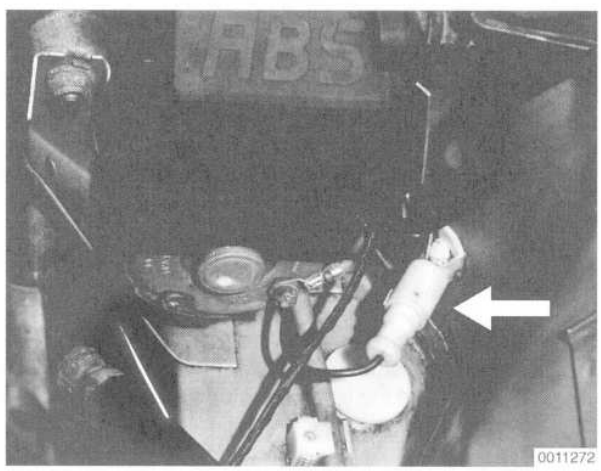

Fig. 20. Front ABS pulse sensor harness connector (**arrow**).
3. Working in the engine compartment (front wheel sensors) or under the rear seat (rear wheel sensors), disconnect the pulse sensor connector and remove the sensor from the car. See Fig. 20.